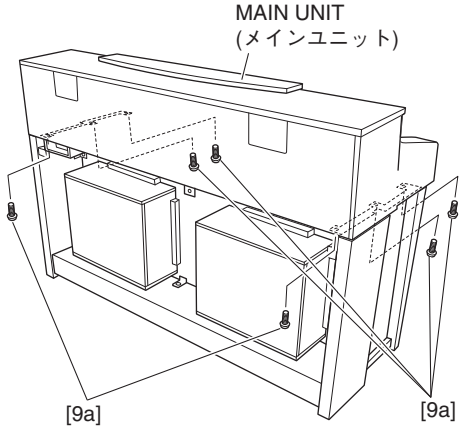

Fig. 17（図 17）
22-6. Remove the six (6) screws marked [9a]. (Fig. 17)
22-6. [9a] のネジ 6 本を外します。(図 17)